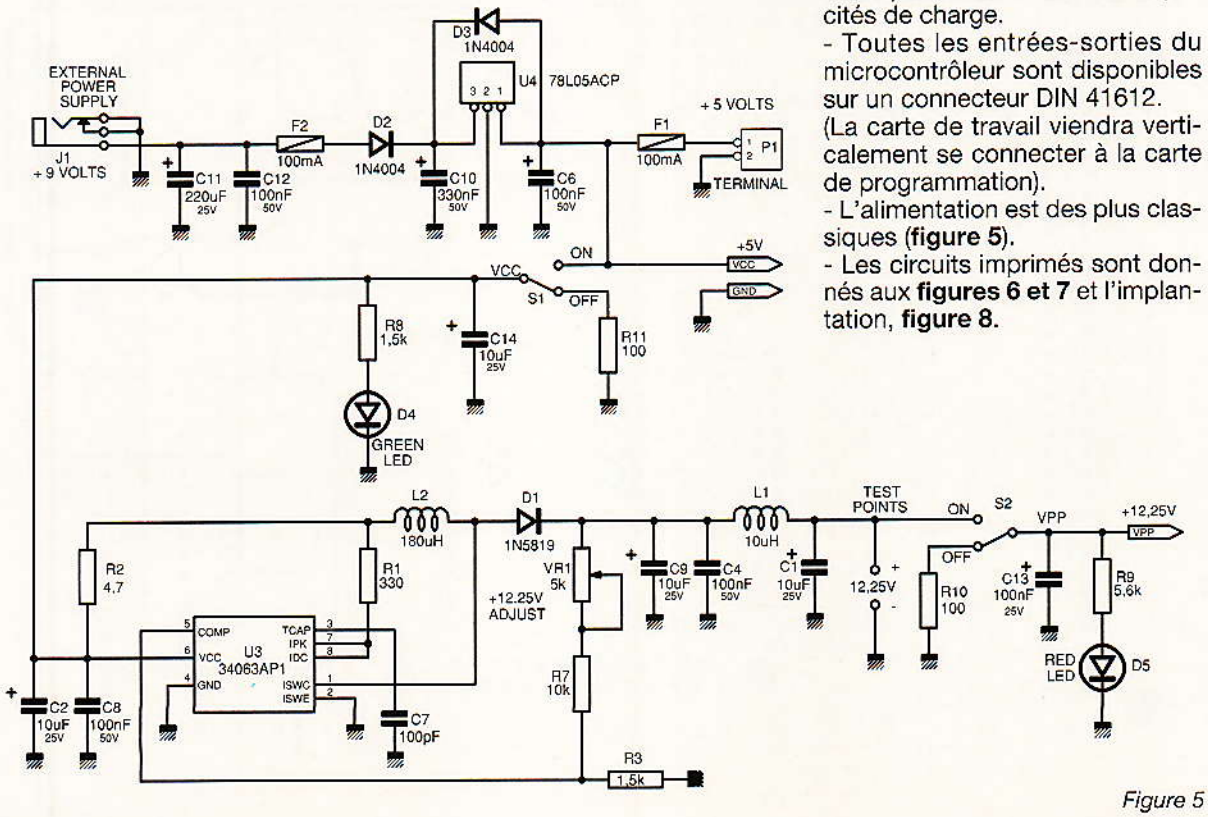

Figure 5
- L'alimentation est des plus classiques (**figure 5**).